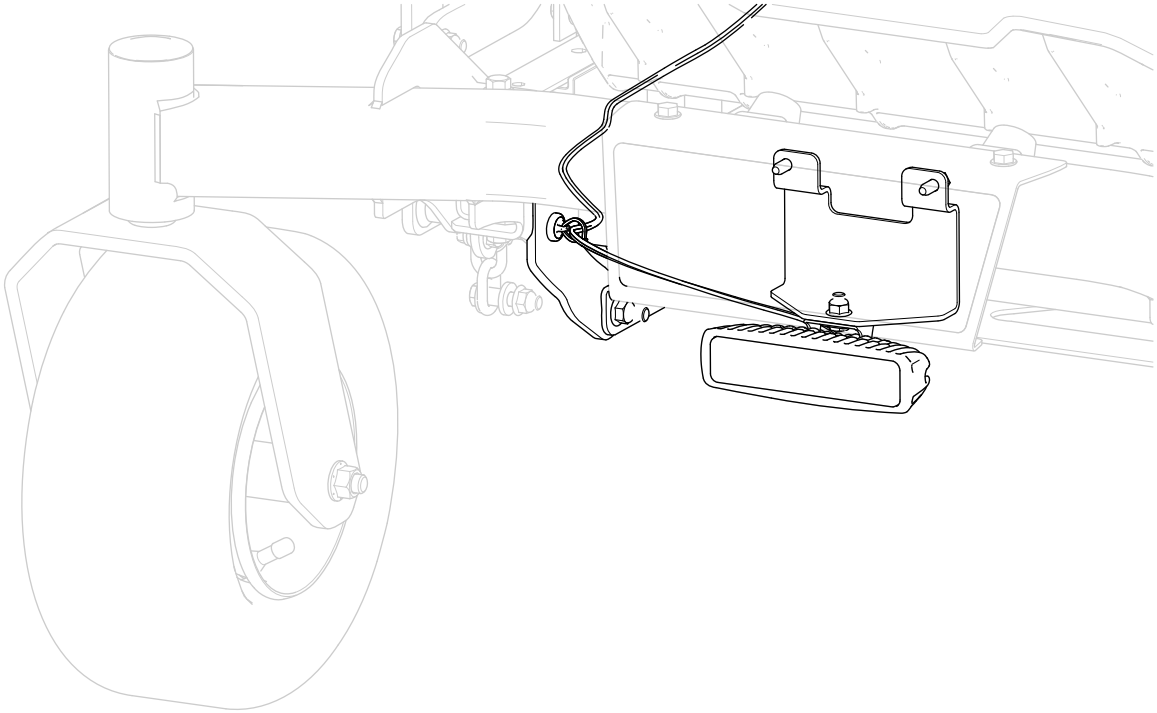

Figuur 11
6. Leid vanaf de voorkant van de machine de kabelboom langs de rechterkant van de machine, en maak de magnetische kabelbevestiging vast aan de draaiplaat aan de rechterkant (Figuur 11).